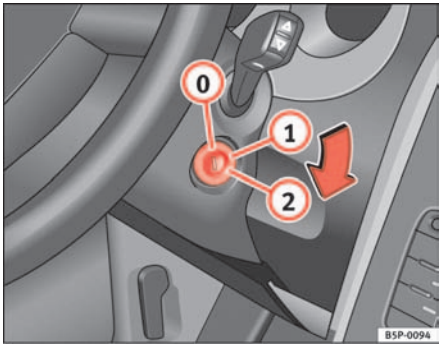

Fig. 131 Ignition key positions
In the position ⇒ fig. 131 the ignition and the engine are OFF and the steering may be locked.
– Turn the ignition key to position ⇒ page 157, fig. 131 (1). The indication lamp ⌀ will light for engine pre-heating.
– When the warning lamp goes out, turn the key to position (2) to start the engine. Do not press the accelerator.
– Turn the ignition key to position ⇒ page 157, fig. 131 (0).